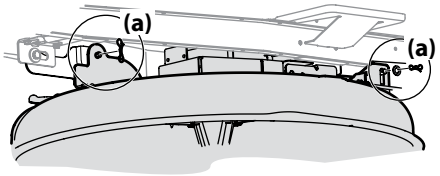

Figura 4-7
5. Extraiga los pasadores de chaveta con unión curva (a) que aún están sujetando la plataforma al tractor cortacésped, como se indica en la Figura 4-7.